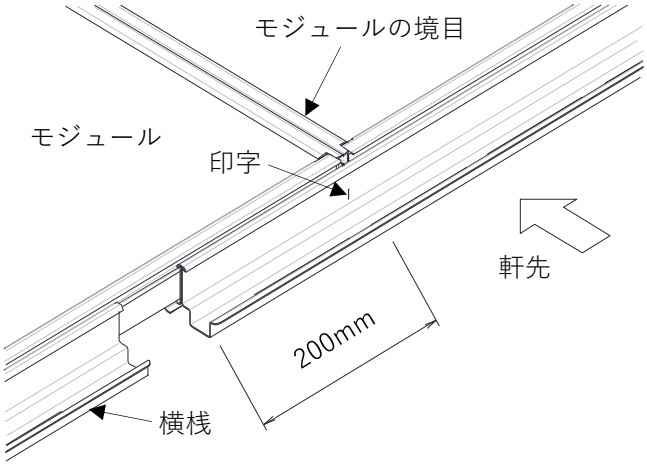

図 3-9.　YSⅢ工法　横桟との位置
③図 3-9 の通り、横桟の目印線（印字）とモジュールの境目が同じ位置となっていることを確認してください。